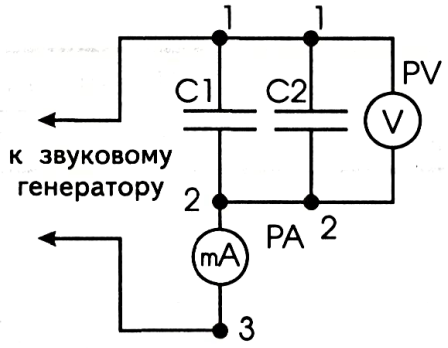

Рис. 2
1. Соберите электрическую цепь по рис. 2.